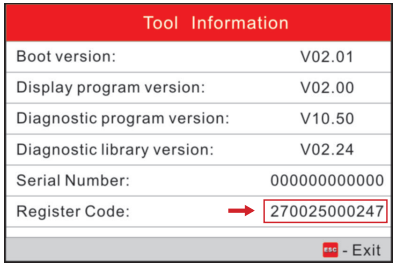

Abbildung 5
7. Der in Abbildung 5 angezeigte Registrierungscode ist der in Schritt 3 benötigte Registrierungscode.